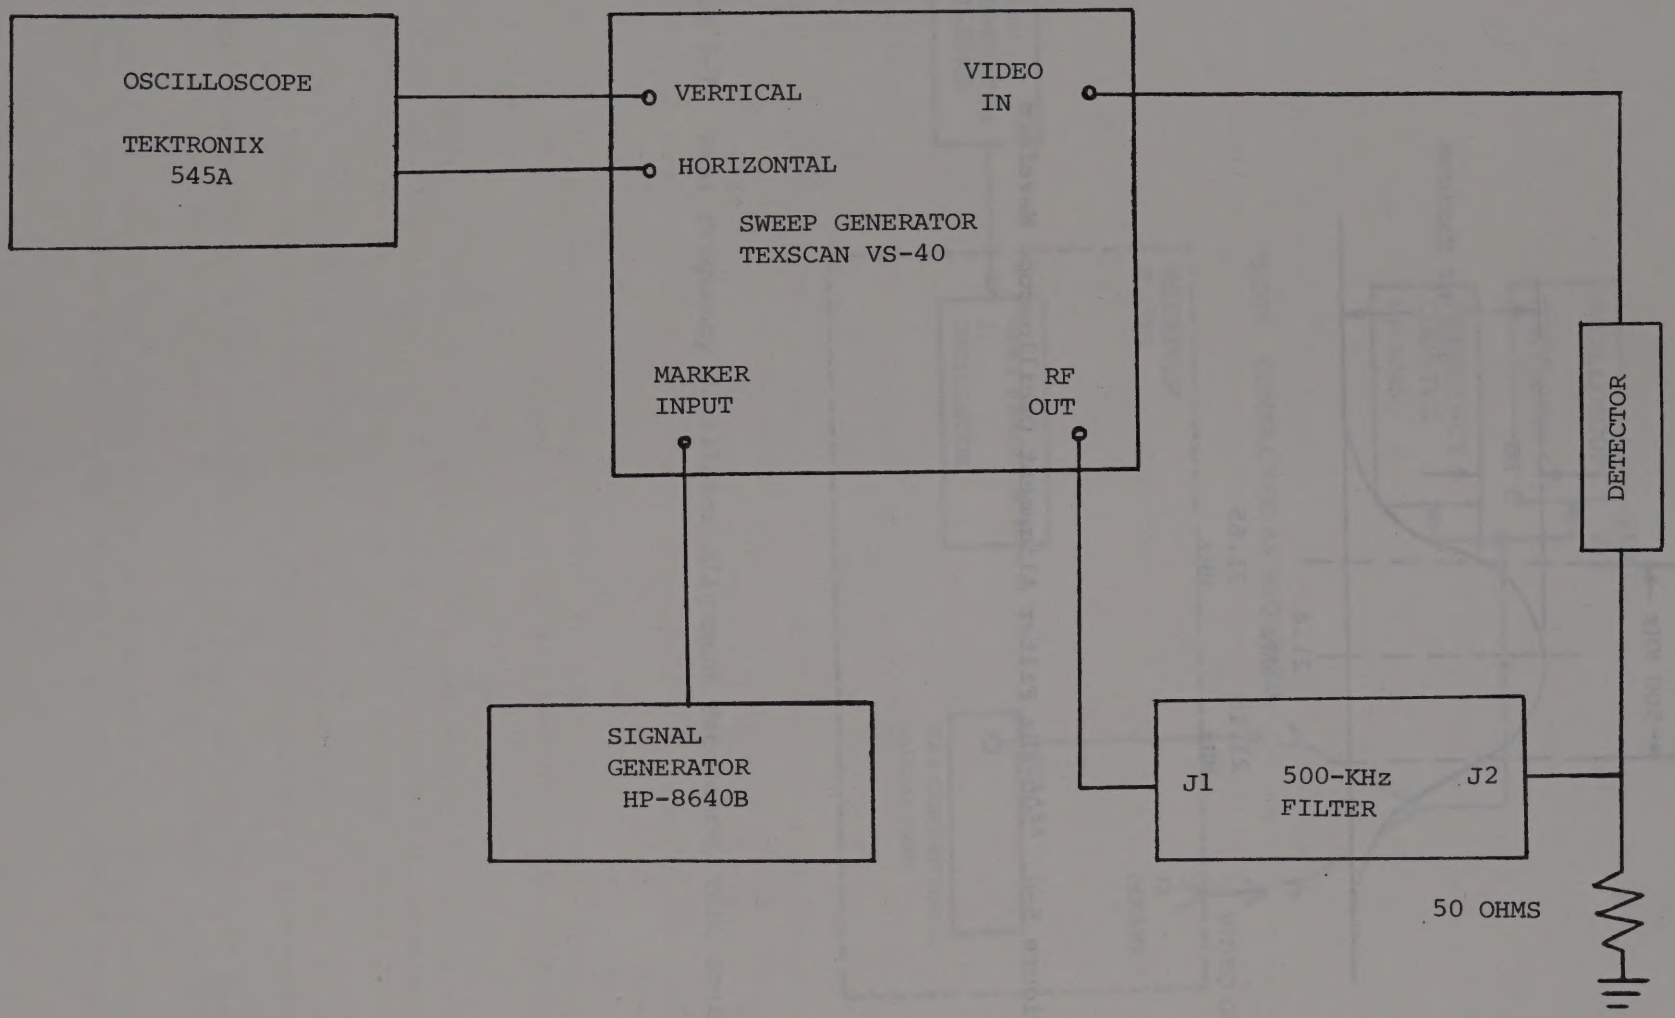

Figure 5-5. 500-KHz Filter Alignment Procedure, Test Equipment Setup
a. Connect the test equipment as shown in figure 5-5.
b. Set the signal generator for 21.4 MHz and the sweep generator for a narrow sweep of minimum 1 MHz about 21.4 MHz to provide a waveshape as shown in figure 5-5.